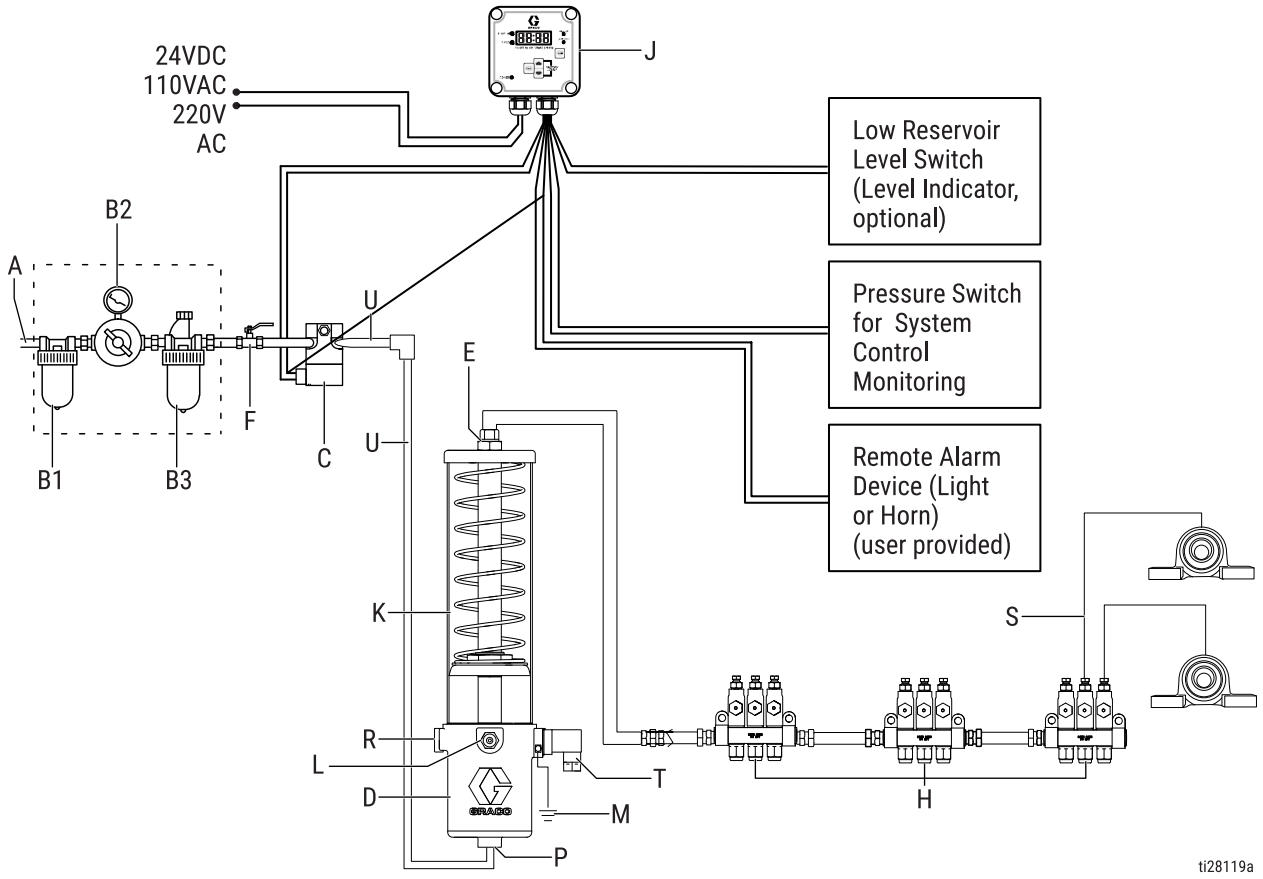

FIG. 1: Typical Installation
Refer to FIG. 1, page 6, for the following instruction
Install the air line accessories in the order shown in FIG. 1, page 6.
1. Install two air supply lines (U) between the air solenoid outlets (C) and the pump (D) as shown in FIG. 1, page 6.
2. Install an air supply line (U) between the air solenoid valve inlet (C) and the Filter/Regulator/Lubricator Assembly (B) as shown in FIG. 1, page 6.